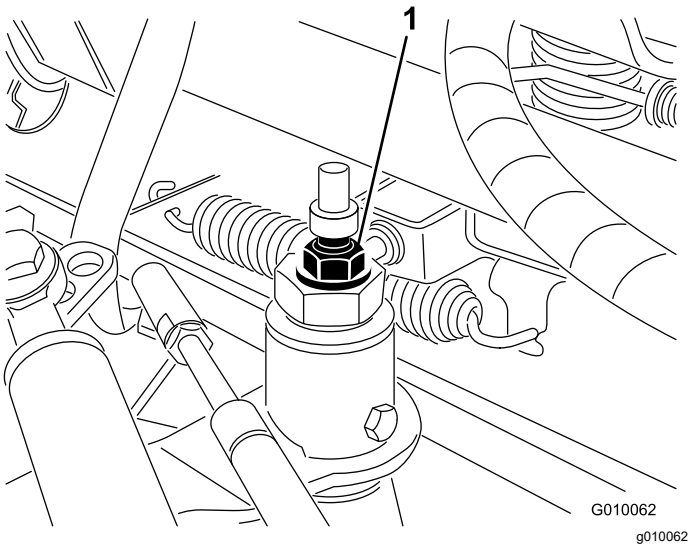

Rysunek 56
3. Odkręć przeciwnakrętkę na krzywce regulacji jazdy (Rysunek 56).